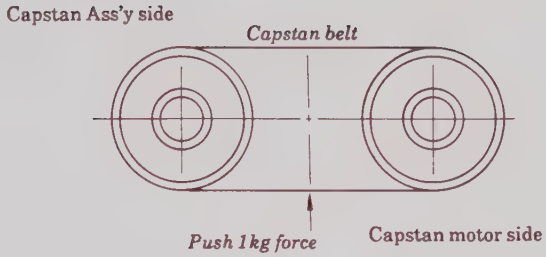

Fig. 5-34
- Position pulley on capstan assembly side so that appling weight of 1 kg (2.2 lb) causes belt to deflect 5 mm (0.2 in) or so. (See Fig. 5-34)